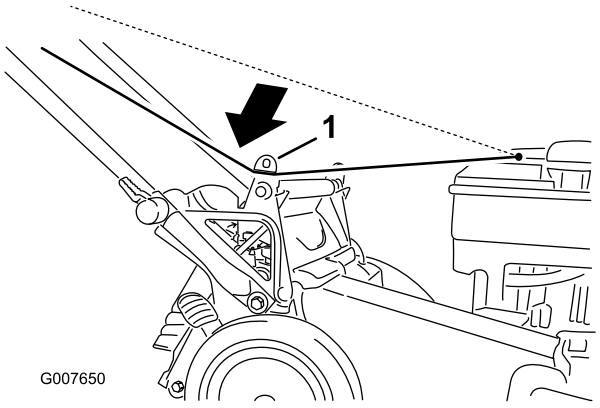

Figur 20
1. För in startsnöret längs den nedre styrningen (Figur 20).